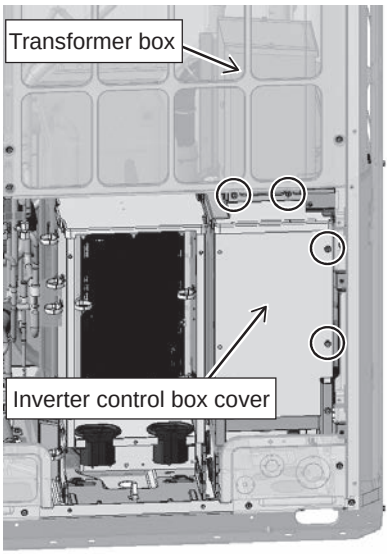

Figure 1
(1) Ensure there is adequate work space. (See 8-13-1.)
(2) Unscrew the screw on the near side of the transformer box. (2 screws as shown in Figure 1.)
(3) Remove the inverter control box cover. (2 screws as shown in Figure 1.)
(4) Disconnect the transformer box wiring connectors and the grounding wire.